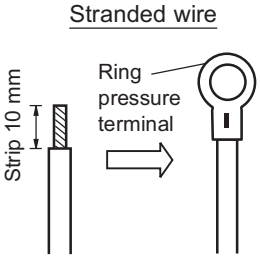
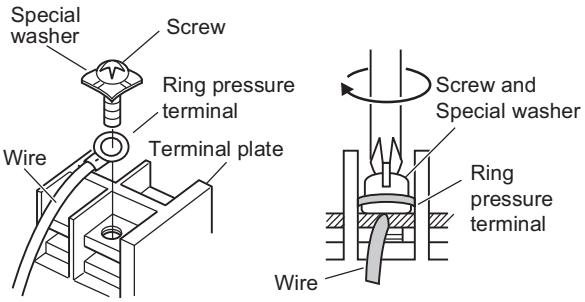

Fig. 1-1
Fig. 1-2
(1) Cut the wire end with cutting pliers, then strip the insulation to expose the stranded wiring about 10 mm and tightly twist the wire ends. (Fig. 1-1)
(2) Using a Phillips head screwdriver, remove the terminal screw(s) on the terminal plate.
(3) Using a ring connector fastener or pliers, securely clamp each stripped wire end with a ring pressure terminal.
(4) Place the ring pressure terminal, and replace and tighten the removed terminal screw using a screwdriver. (Fig. 1-2)